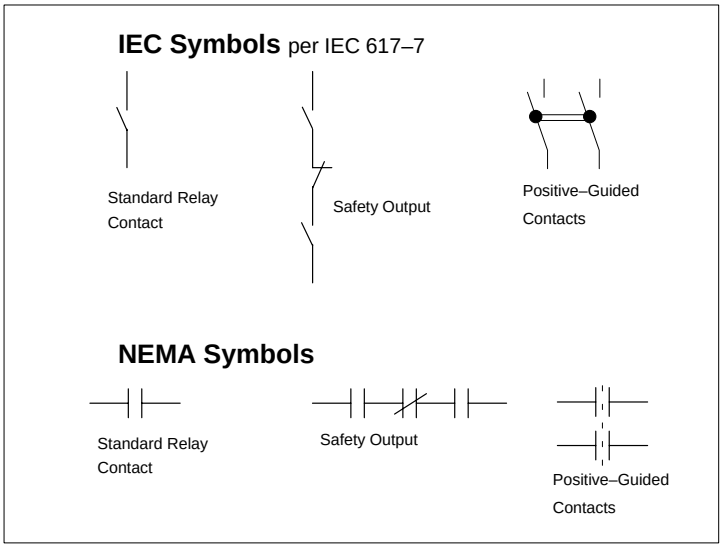

Figure 1
- The contacts are called “monitored outputs” or “safety outputs”, and have two or more contacts in series to achieve redundancy for each load (refer to figure 1).